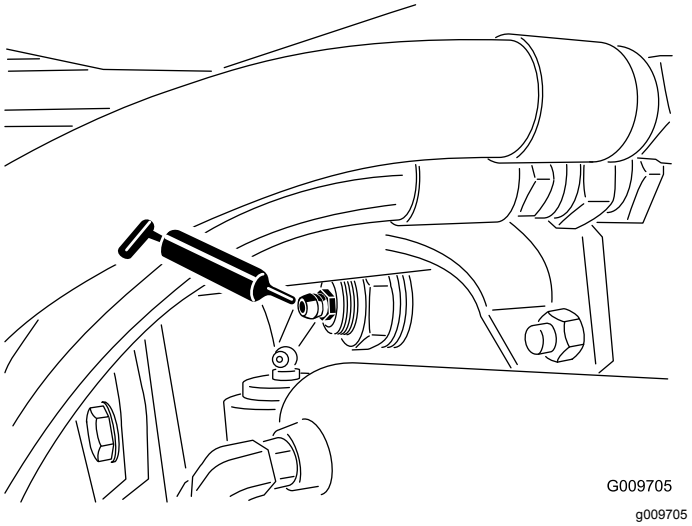

Figur 49
- Bakakselens tapphylser (2) (Figur 49)